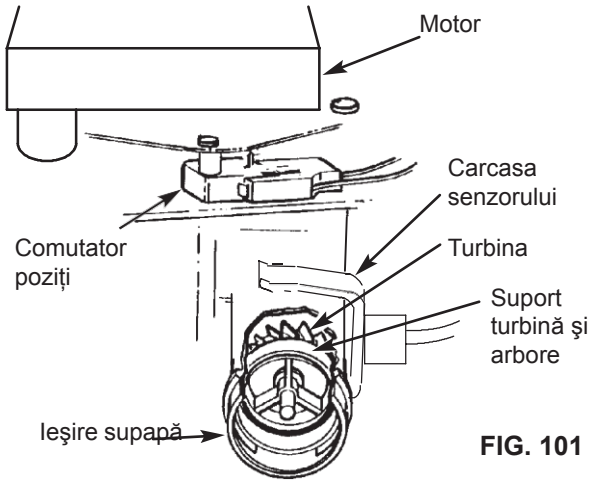

FIG. 101
6. Dacă citirea afișajului nu se schimbă odată cu deschiderea robinetului, scoateţi cablajul din slotul supapei (fig. 101).